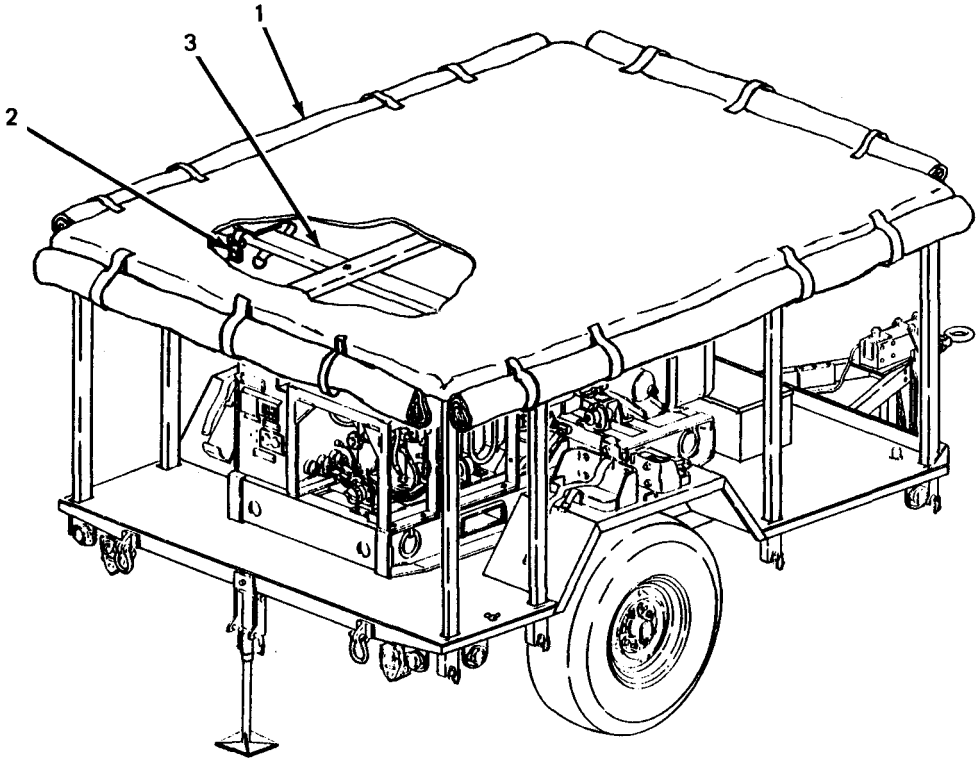

Figure 3-2. Fitted Cover Rolled Up for Removal.
(e) Working under fitted cover (1, figure 3-2), unfasten eight straps (2) securing fitted cover to bow assemblies (3). Remove fitted cover.
(a) Position fitted cover (1, figure 3-2) on top of bows (3) making certain front of fitted cover is at front of trailer.